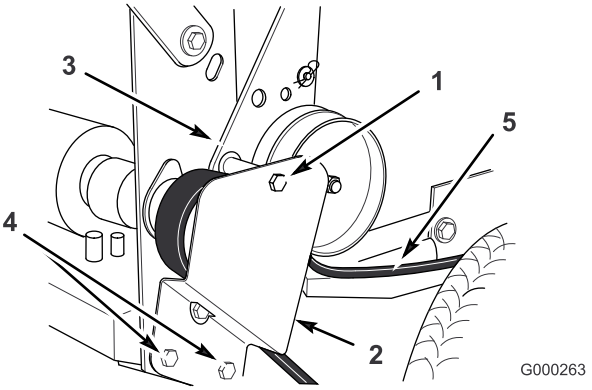

Figur 42
2. Ta bort den övre skruven som håller fast mellandrevsstödet och mellandrevets fäste vid den bakre ramen (Figur 42).
3. Lossa de två nedersta monteringsskruvarna så att remmen kan passera mellan drivskivan och mellandrevsstödet (Figur 42).
6. Sätt fast den övre skruven som håller fast mellandrevsstödet och mellandrevets fäste vid den bakre ramen (Figur 42).
7. Dra åt de två nedersta monteringsskruvarna så att remmen kan passera mellan drivskivan och mellandrevsstödet (Figur 42).